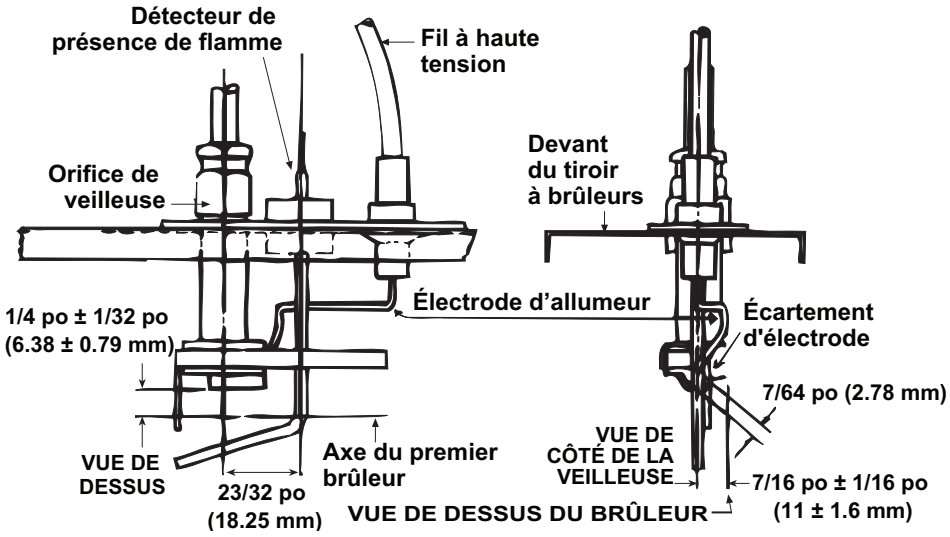

Figure 25. Éclateur à étincelle de veilleuse
4. Vérifiez l'éclateur à étincelle (voir **Figure 25**), qui doit être maintenu à 7/64 pouce (2.78 mm).
c. Assurez-vous que l'éclateur à étincelle (voir **Figure 25**) est d'environ 7/64 pouce (2.78 mm).